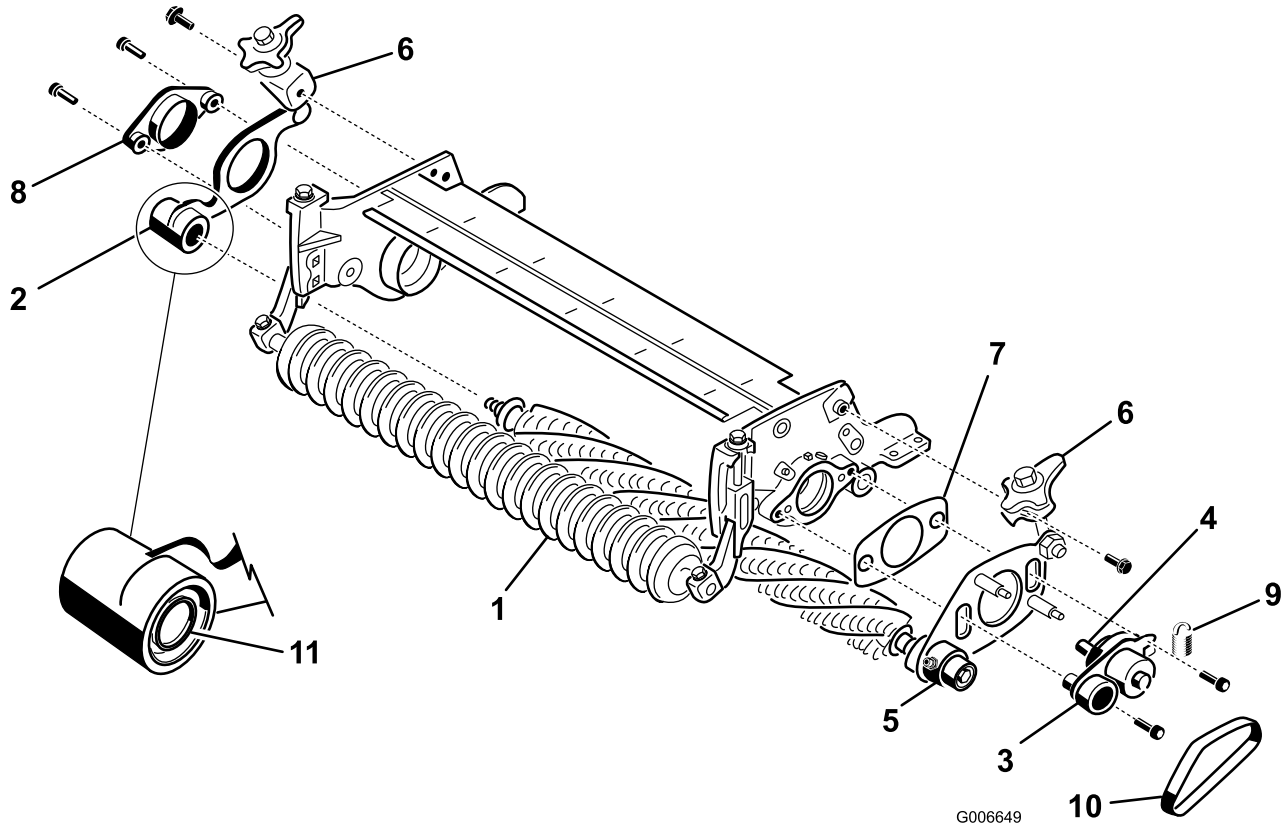

Figura 9
14. No lado **sem transmissão** do conjunto de rastelo, deslize a placa do rastelo, levantando, por meio de alavanca de libertação rápida, o conjunto dos eixos do rastelo (Figura 9).
16. No lado de transmissão da unidade de corte, monte o encaixe de eixo e a placa do rastelo do lado da transmissão, por meio de alavanca de libertação rápida e calço, na placa lateral da unidade de corte, com parafusos de cabeça flangeada, de (2) 3/8 x 1 polegadas (Figura 9). Antes da instalação, aplique Loctite azul nas roscas dos parafusos.
17. Instale a placa sem transmissão do rastelo no eixo do mesmo (Figura 9). Seja cuidadoso para não retirar a mola do vedante.
18. Fixe o encaixe do eixo sem transmissão à placa lateral da unidade de corte, com (2) parafusos de 3/8 x 1 pol. (Figura 9). Antes da instalação, aplique Loctite azul nas roscas dos parafusos.
20. Monte os conjuntos das alavancas de libertação rápida nas placas laterais, com porcas de cabeça flangeada de 3/8 x 3/4 pol. (Figura 9).
21. Instale a correia do rastelo nas polias (Figura 9). Certifique-se de que as saliências da correia assentam devidamente nas ranhuras de cada polia.